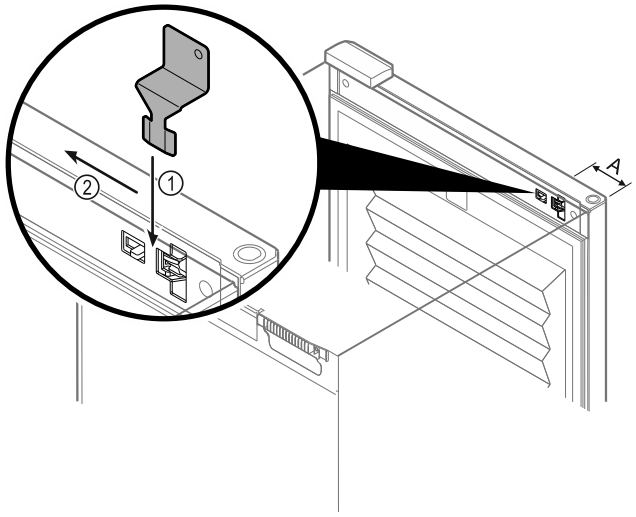

Fig. 220
▶ Poziționați cheia de deblocare de urgență în poziția specificată *Fig. 220 (A)* ≈ 100 mm.
▶ Introduceți cheia de deblocare de urgență *Fig. 220 (1)* între ușă și corpul aparatului, de sus până la opritor.
▶ Trageți cheia de deblocare de urgență în direcția balamalei. *Fig. 220 (2)*